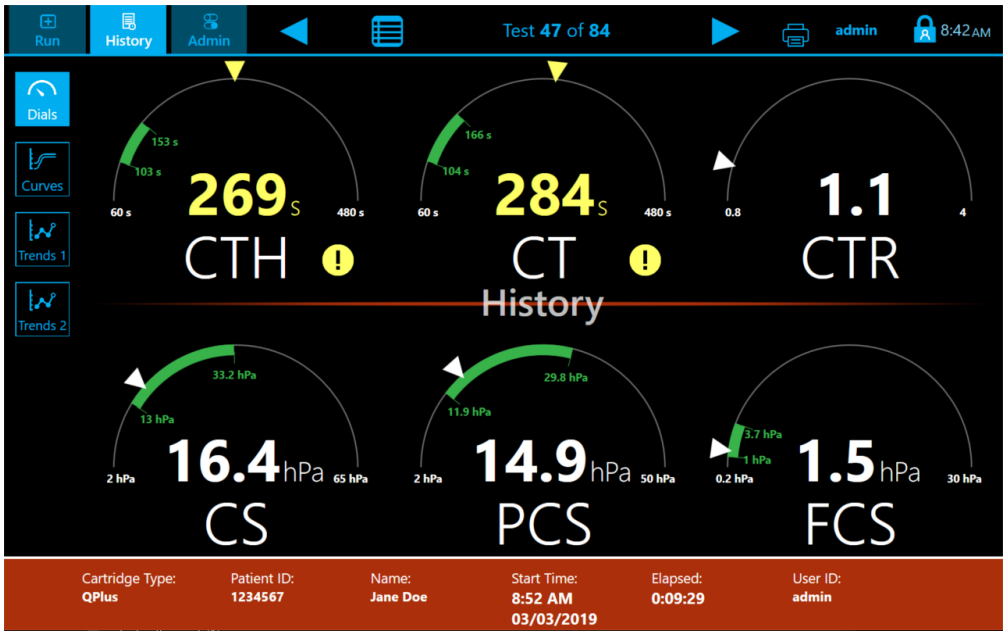

Figure 35. Case #2
- In the case that both CTH and CT are similarly prolonged (above the upper end of the Reference Range) but CTR is less than 1.4, suggests a possible hypocoagulable condition not due to the influence of heparin (example shown in Figure35).